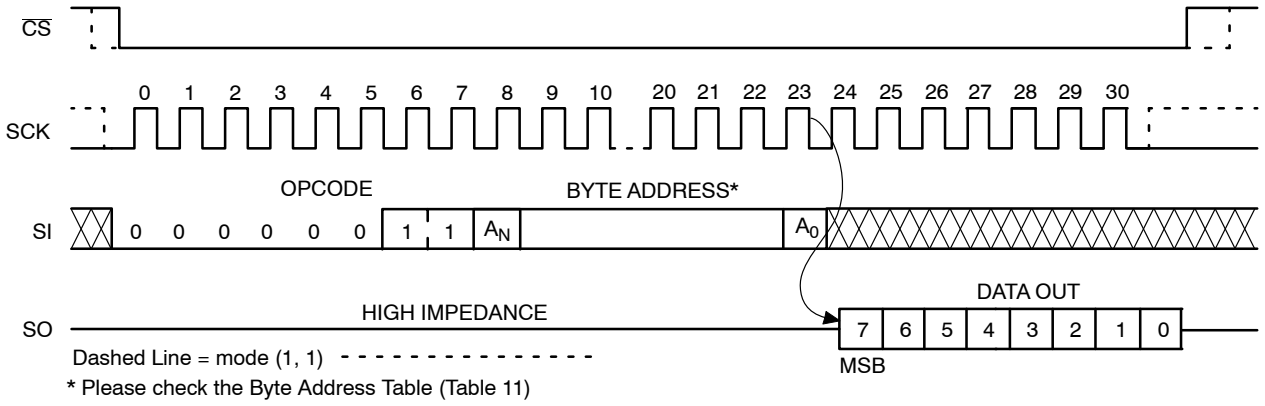

Figure 9. READ Timing
After receiving the last address bit, the CAV25512 will respond by shifting out data on the SO pin (as shown in Figure 9). Sequentially stored data can be read out by simply continuing to run the clock. The internal address pointer is automatically incremented to the next higher address as data is shifted out. After reaching the highest memory address, the address counter “rolls over” to the lowest memory address, and the read cycle can be continued indefinitely. The read operation is terminated by taking $\overline{CS}$ high.
Reading the additional 128−byte Identification Page (IP) is achieved using the same Read command sequence as used for Read from main memory array (Figure 9). ***The IPL bit from the Status Register must be set (IPL = 1) before attempting to read from the IP.*** The [A6:A0] are the address significant bits that point to the data byte shifted out on the SO pin. If the CS continues to be held low, the internal address register defined by [A6:A0] bits is automatically incremented and the next data byte from the IP is shifted out. The byte address must not exceed the 128−byte page boundary.